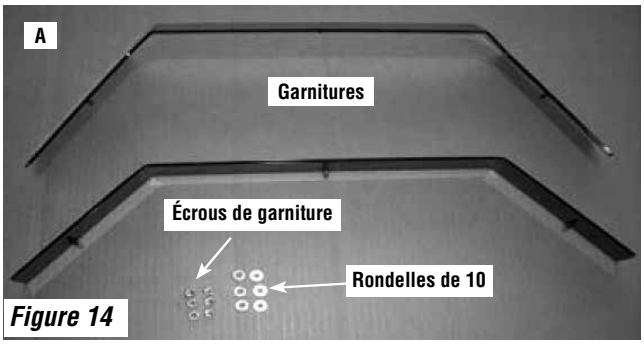
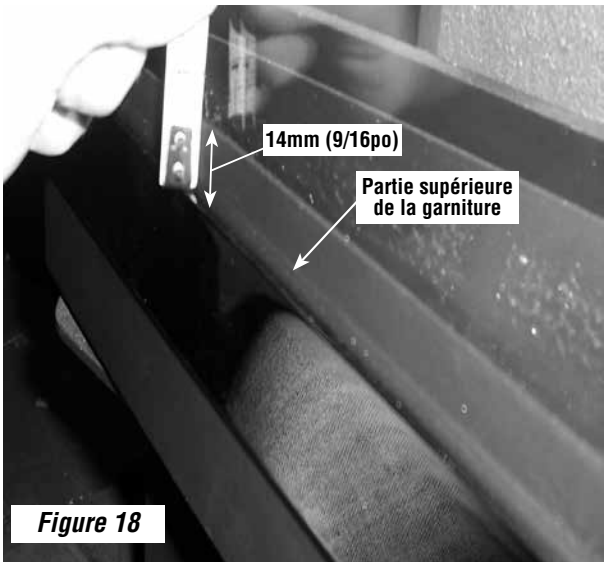

Figure 14
Figure 18
3. Ouvrir la porte avant. Placer la garniture en insérant les ergots dans les trous correspondants sur la porte (***figures 14 et 15***). La partie supérieure de la garniture ne peut être montée que dans un sens, mais la partie inférieure peut être placée de manière incorrecte. Lors du placement de la pièce inférieure, vérifier que la partie supérieure de la garniture est située à 14 mm (9/16 po) de la vitre de la porte. Voir ***figure 18***.